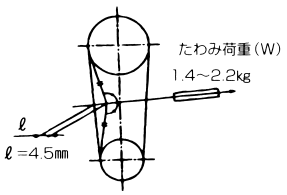

図3　Vベルトの張力
1) Vベルトの1本あたりの張力は図3のたわみ荷重(W)を満足し、適正たわみ量(ℓ＝4.5㎜)のたわみ荷重(W)が図3の範囲内にある様にセットしてください。